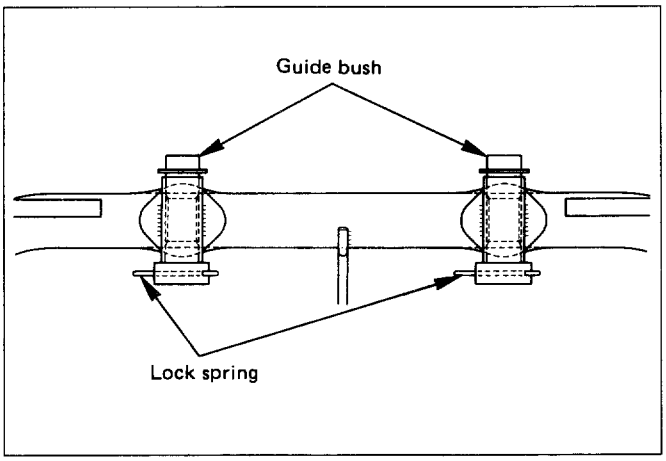

Fig. 10-207
- Turn up the seat back trim cover and slit the pad from the back around the place where the lock spring of the guide bush is. Then insert a finger through the slit and pull out the pillow while pressing down on the lock spring. (Fig. 10-207)
6b. **Pillow assembly (Fig. 10-207)**